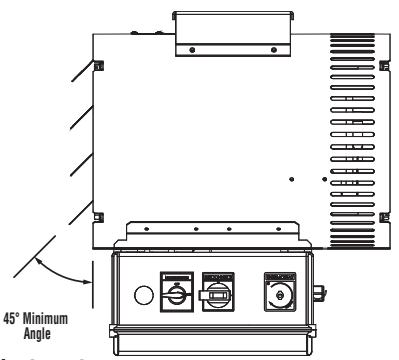

Figure 3 - Louver Adjustment
9. Outlet grille is factory formed with louvers set at a 45 ° angle. This is the minimum angle allowable to avoid potential overheating. Louvers may be opened up to 90° if desired to allow for better air throw by bending each louver outward. See Figure 3.